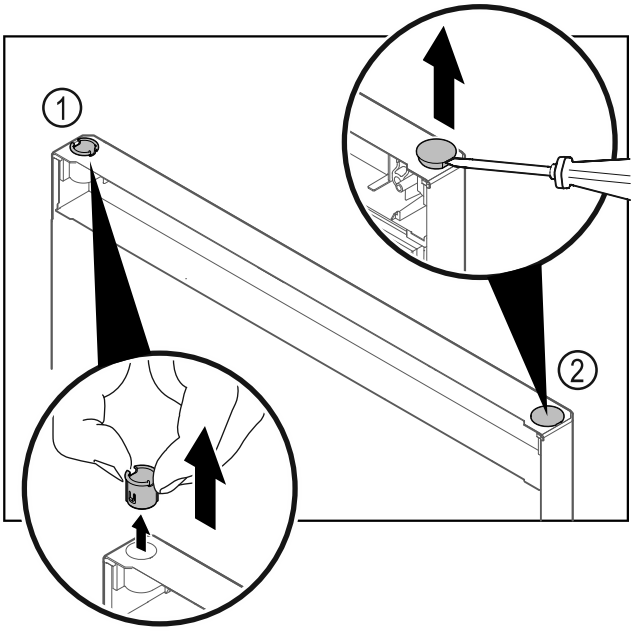

Fig. 18
▶ Extrageți bucșa balamalei *Fig. 18 (1)* cu degetele.
▶ Ridicați dopul de acoperire *Fig. 18 (2)* cu precauție cu o șurubelniță dreaptă și extrageți-l.